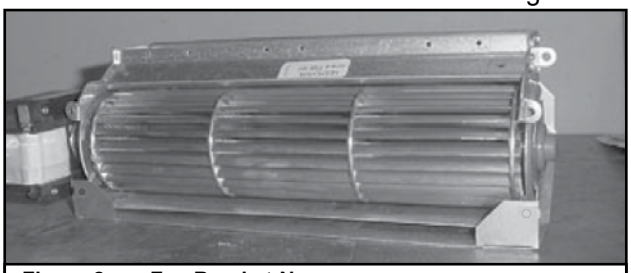

Figure 2 Fan Bracket-No screws
- Place the fan bracket around the fan. See Figure 2.